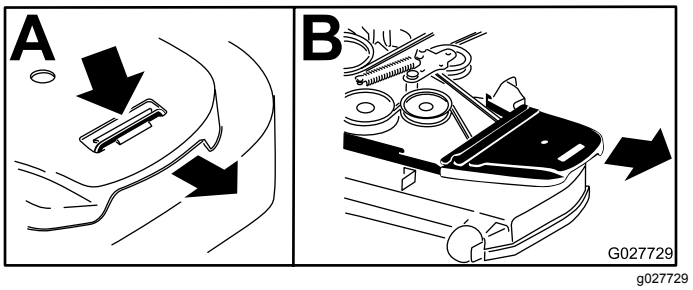

Figuur 90
6. Verwijder de aandrijfriemkappen (Figuur 90).